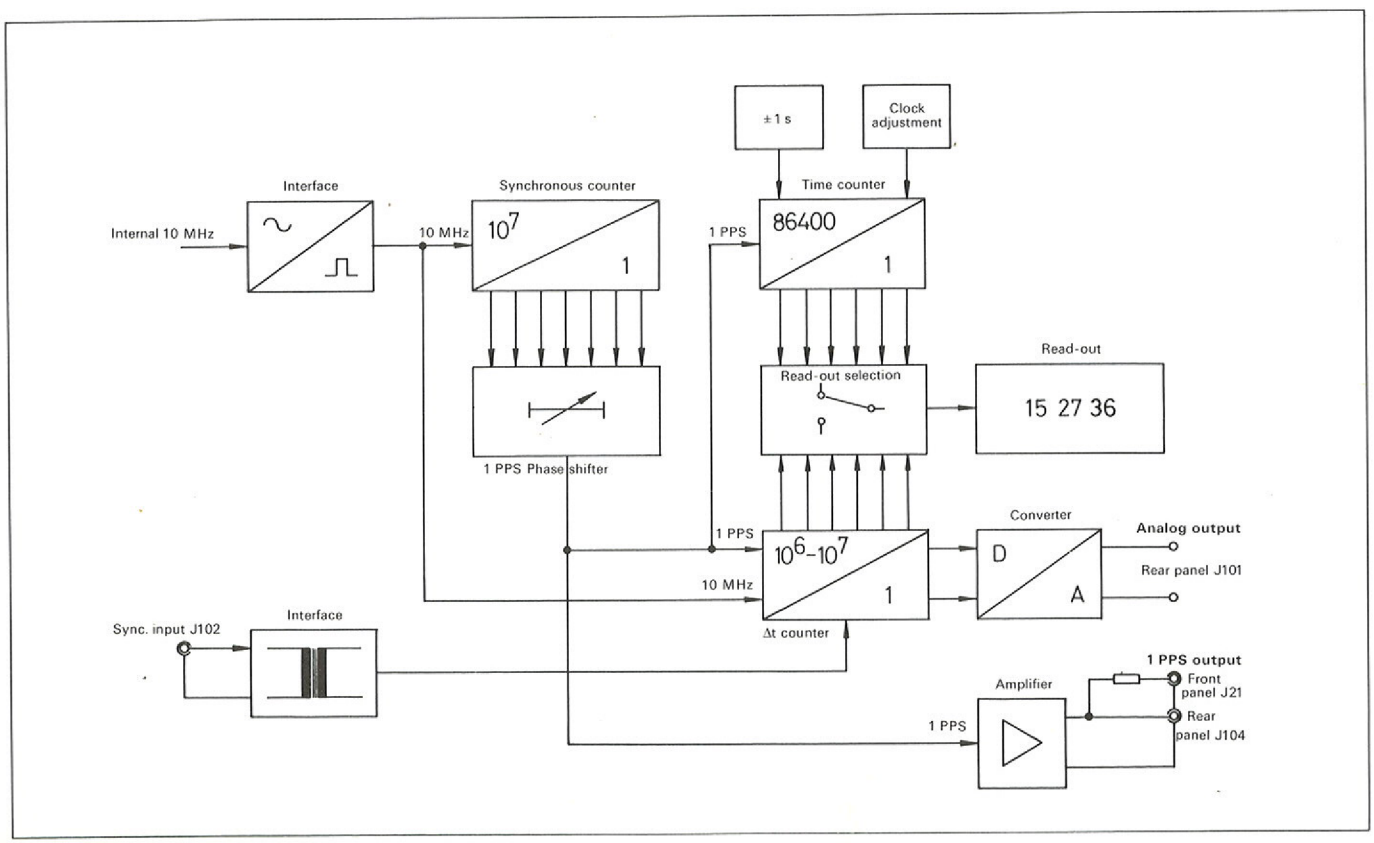

Fig. 2 Schéma-bloc: Module horloge – option 2205
3.2. Module horloge – option 2205 (figure 2)
Le module horloge a été développé dans le but de fournir à toutes les personnes, instituts ou organisations responsables de l'établissement et du maintien d'une échelle de temps de précision, un appareil permettant de le faire d'une façon rationnelle et simple, tout en garantissant la plus haute précision que l'on peut espérer atteindre avec un étalon à quartz. Le module horloge comprend 3 fonctions bien distinctes (fig. 2), à savoir: